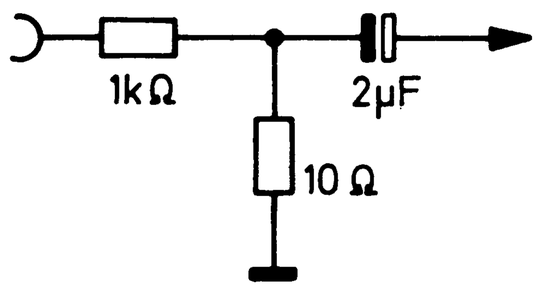

Fig. 5
7.2 NF-Signal von 333 Hz, 30 mV über Spannungsteiler (siehe Fig. 5) in Meßpunkt 1 (linker Kanal) bzw. in Meßpunkt 2 (rechter Kanal) einspeisen. Bei ausreichender Empfindlichkeit des Verstärkers steht an der Buchse (linker Kanal) Stift 3 gegen Stift 2, (rechter Kanal) Stift 5 gegen Stift 2 eine Wechselspannung von 1 Volt. Die Spannung wird für den linken Kanal mit R 114 und für den rechten Kanal mit R 214 eingestellt.
7.2 Feed-in AF signal of 333 Hz, 30 mV via voltage divider (see fig. 5) to measuring point 1 (LH channel) or to measuring point 2 (RH channel). In case of sufficient sensitivity of the amplifier there is an AC voltage of 1 V at the socket (LH channel) pin 3 against pin 2, (RH channel) pin 5 against pin 2. Adjust the voltage for the LH channel with R 114 and for the RH channel with R 214.